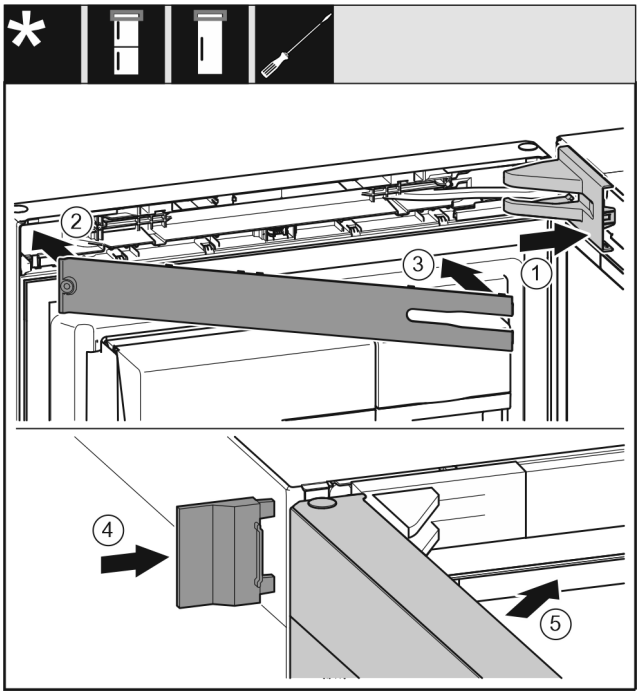

*Fig. 32*
- ▶ Lagerbokafdekking *Fig. 32 (1)* plaatsen en vastklikken, evt. voorzichtig uit elkaar drukken.
- ▶ Paneel *Fig. 32 (2)* plaatsen.
- ▶ Panelen *Fig. 32 (3)* naar binnen draaien en vastklikken.
- ▶ Buitenste afdekking *Fig. 32 (4)* erop schuiven.
- ▶ Bovenste deur *Fig. 32 (5)* sluiten.